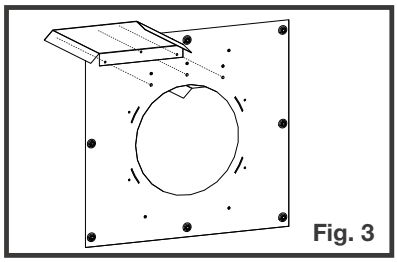

Fig. 3
3. Installez l'autre écran protecteur sur l'autre côté de l'espaceur coupe-feu **(Fig. 3)**.